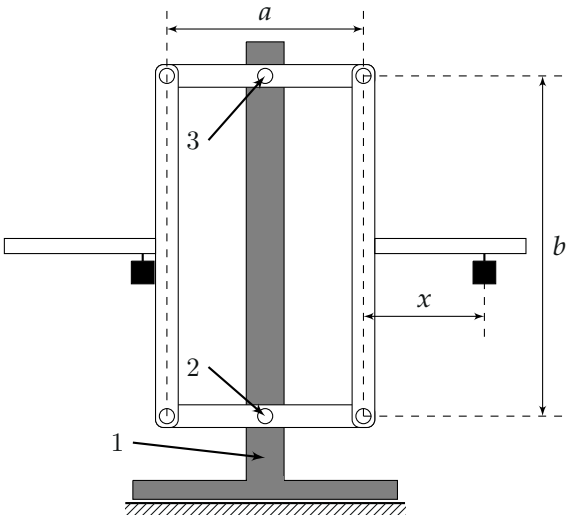

Рис. 1
**Задача 1.** [ВсОШ 2023/24, 9 класс, задача 1] «Весы Роберваля». Основой конструкции весов Роберваля является параллелограмм (рамка), состоящий из четырёх жёстких деревянных стержней (см. рис. 1).
стороны основания на нижний центральный шарнир, от расстояния $x$, на которое правый груз удалён от оси вертикальной рейки параллелограмма (см. рис. 1). Примечание: левый груз при этом должен располагаться на прежнем месте, т. е. максимально близко к своей вертикальной рейке. Измерения проводите при горизонтальном положении верхней и нижней реек параллелограмма. В таблице измерений предусмотрите дополнительный столбец для дальнейших исследований.
6. Выведите формулу, связывающую $F$ и $x$ через массу грузов и геометрические размеры установки (см. рис. 1).